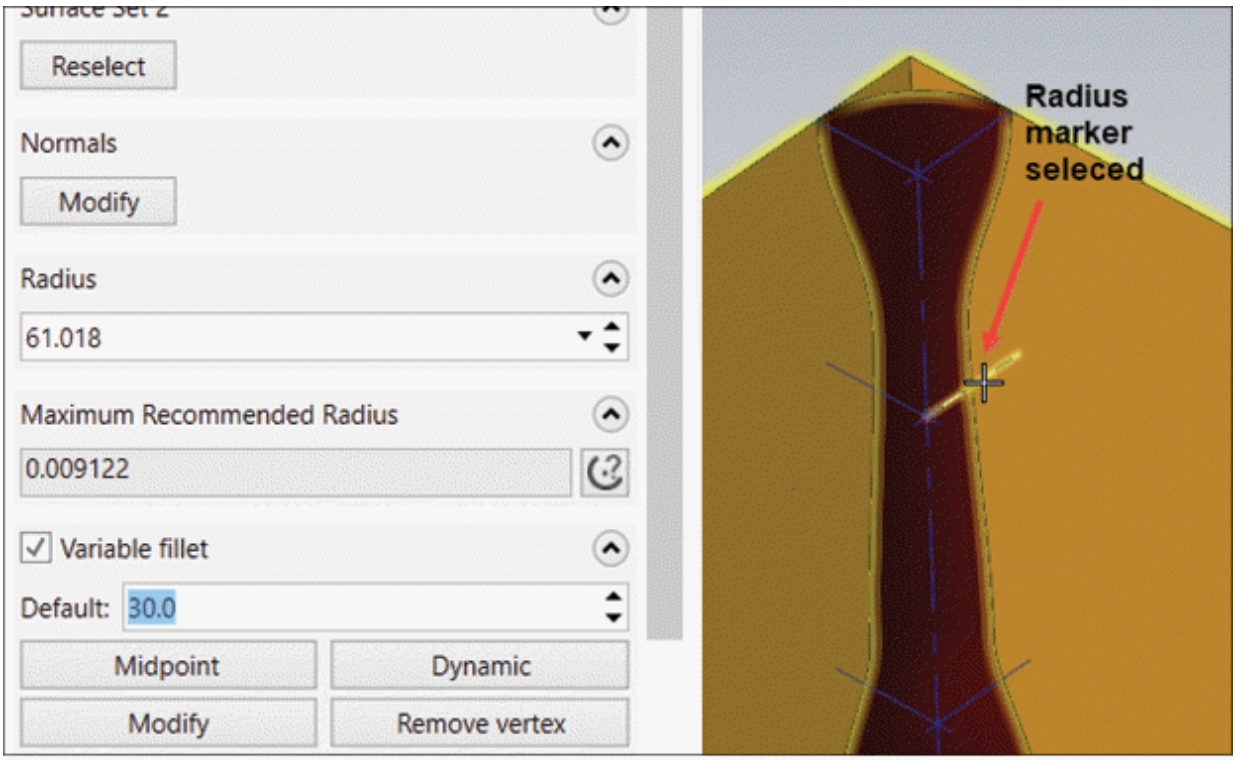

Figure-60. Radius marker selected
- Click on the **Modify** button from the **Variable fillet** rollout to change radius of selected location. Click on desired radius marker; refer to Figure-60. Specify desired value of radius in the **Default** edit box and press **ENTER**.